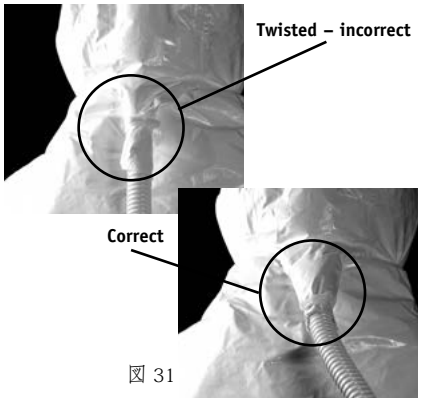

図 31
4. クランプロックを合わせ、きつくなるまで握りしめます。空気入口スリーブをねじったり、制限をかけてはなりません (図31を参照)。そうなった場合は、クランプをはずし、手順2～4を繰り返します。